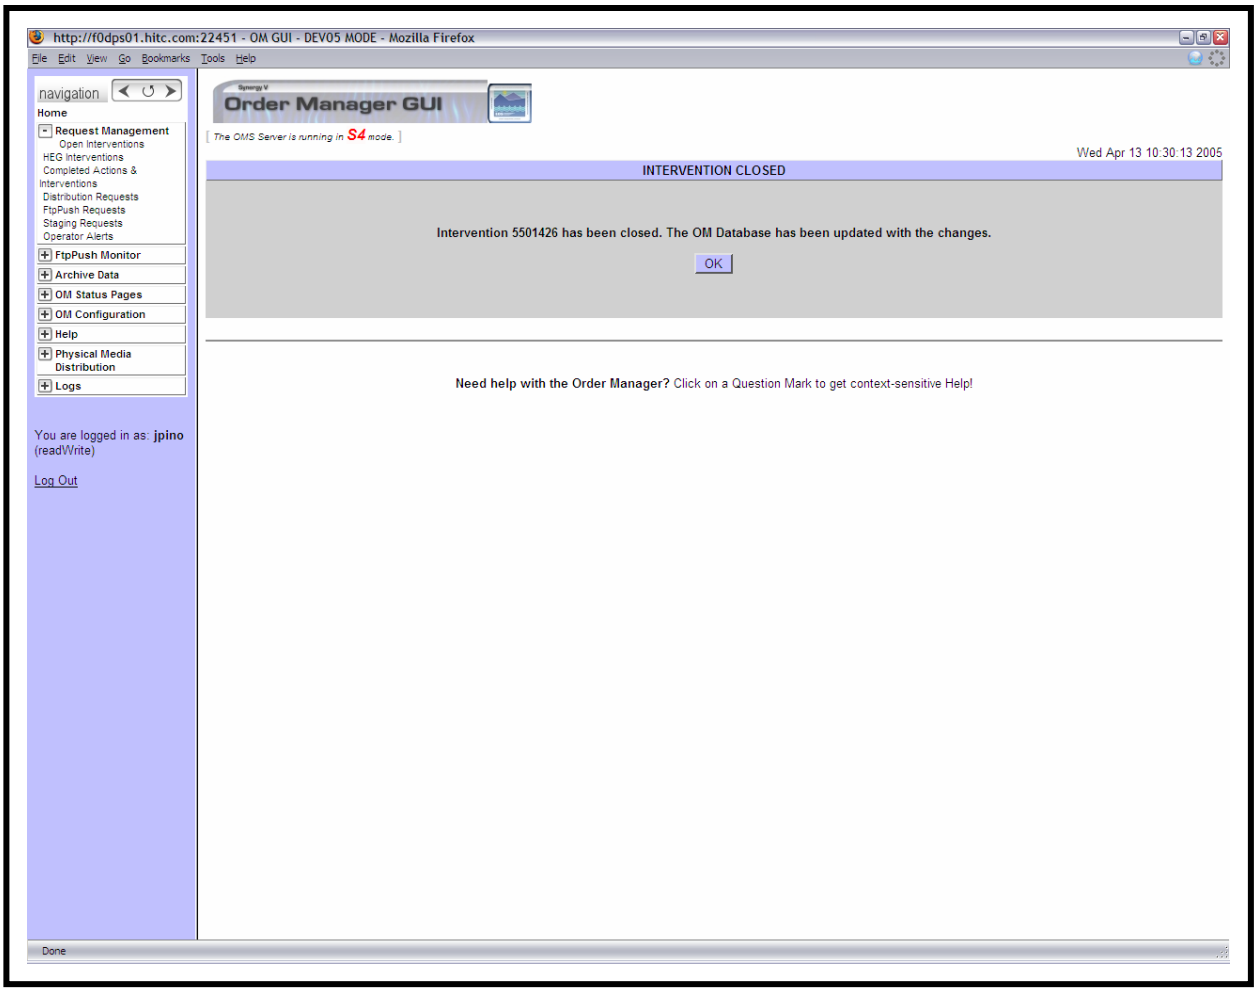

Figure 26. Intervention Disposition Page
- An **Intervention Closed** page (Figure 26) is displayed
26 To exit from the **Intervention Closed** page (Figure 26), click on the **OK** button.
- The **Intervention Closed** page (Figure 26) is dismissed.